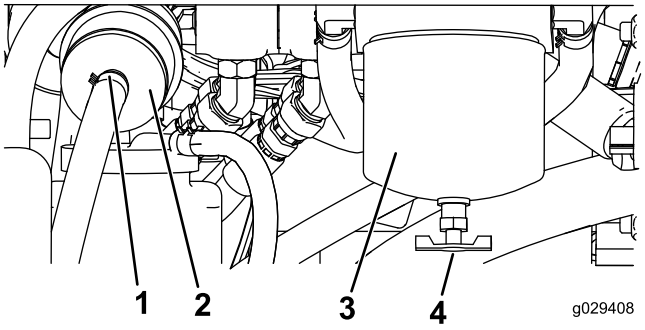

Rysunek 47
4. Zlokalizuj filtr paliwa w tylnej części silnika (Rysunek 47) i umieść pod nim czysty pojemnik.
4. Zlokalizuj filtry paliwa po prawej stronie silnika (Rysunek 47) i umieść pod nimi czysty pojemnik.
5. Wyczyść obszar wokół uchwytów wkładu filtra (Rysunek 47).
6. Wyjmij wkład filtra i oczyść jego powierzchnię montażową (Rysunek 47).
9. Przykręcaj ręcznie wkład filtra, aż uszczelka zetknie się z powierzchnią montażową, a następnie obróć o dodatkowe pół obrotu (Rysunek 47).
10. Zlokalizuj filtr przelotowy po lewej stronie obudowy filtra paliwa (Rysunek 47) i zwróć uwagę na kierunek przepływu wskazywany przez strzałkę z boku filtra przelotowego.
11. Rozłącz obejmy po obu końcach filtra przelotowego i zsuń z niego przewody (Rysunek 47). Wyrzuć filtr.
12. Nasuń przewody na króćce nowego filtra (Rysunek 47), upewniając się, że strzałka na filtrze jest skierowana w kierunku silnika lub elektrycznej pompy paliwa.